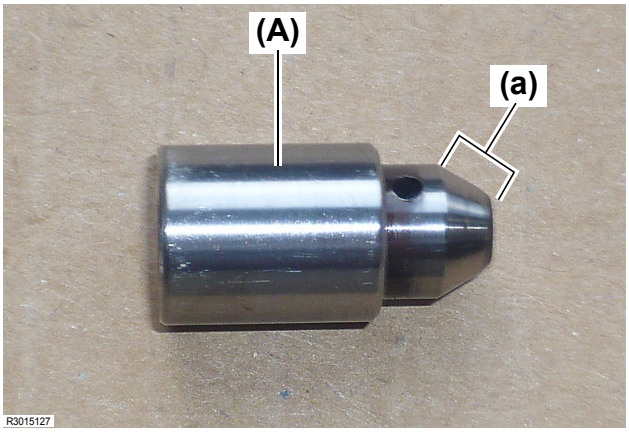

Fig. 10
6. The check valve **(Fig. 10, (A))** with damage to the portion shown in (a) **(Fig. 10, (a))** should be replaced with a new one. Failure to do so causes poor hydraulic performance.